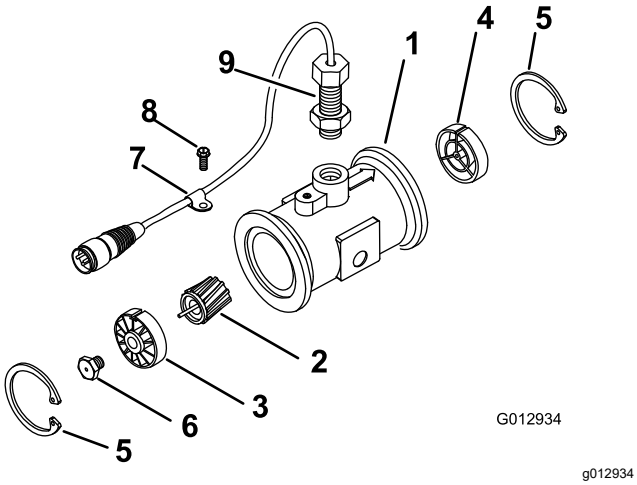

Figur 65
3. Ta bort fästringen på uppströmssidan (Figur 65).